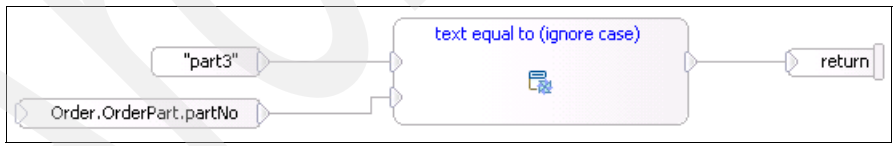

Figure 11-50 Choice case Part3
12. Refer to Figure 11-50 to create visual snippet for the choice case activity Part3. This snippet returns *true* if the part number stored in Order.OrderPart.partNo is part3.